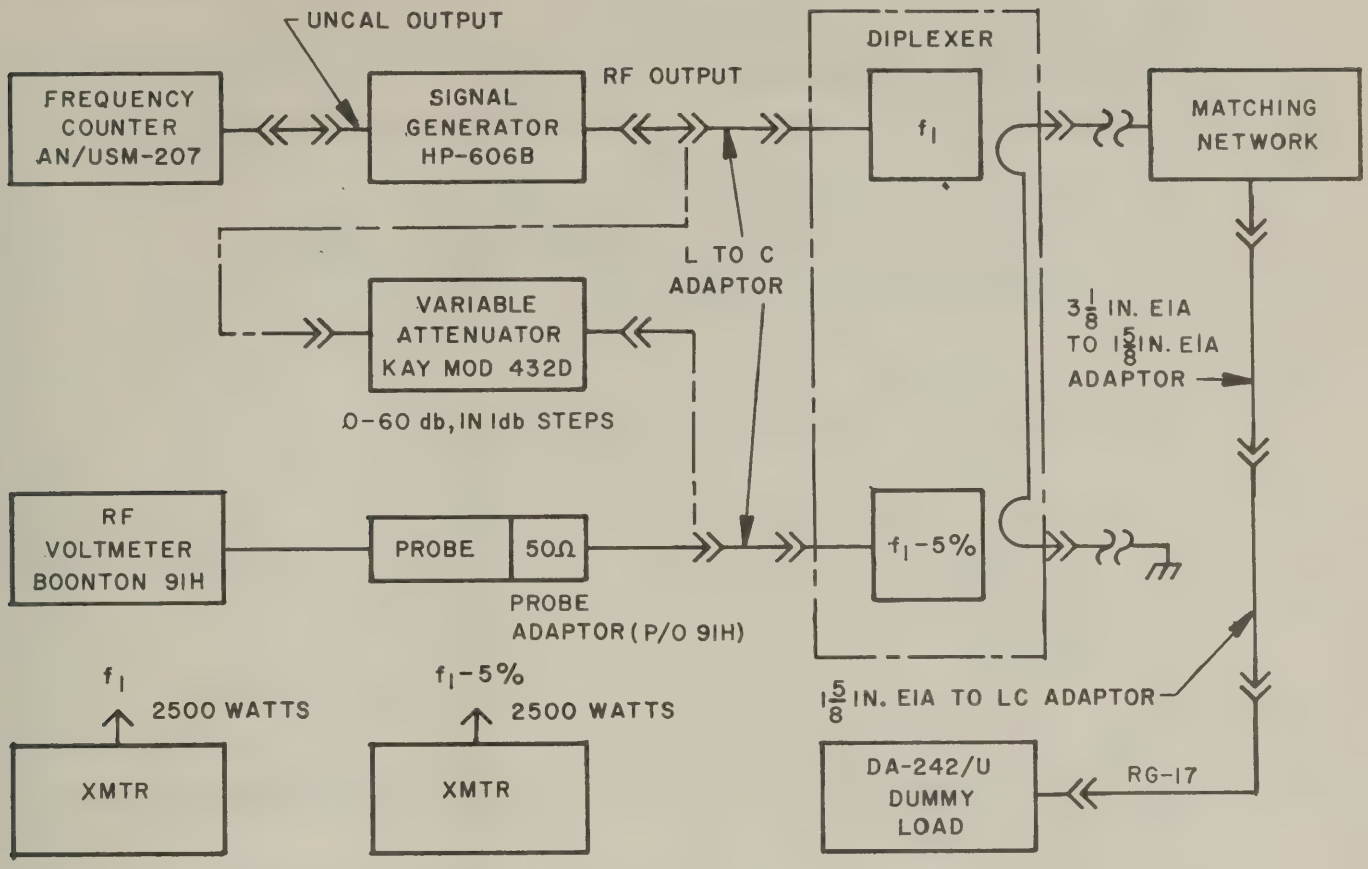

Figure 5-6. Test Set-up for Measurement of Isolation
a. Remove RF output transmission line from the matching network. Connect the DA-242/U 50 ohm load as shown in figure 5-6.
e. Disconnect the RF input lines on the rear of the diplexer. Connect the signal generator, counter and voltmeter as shown in figure 5-6.